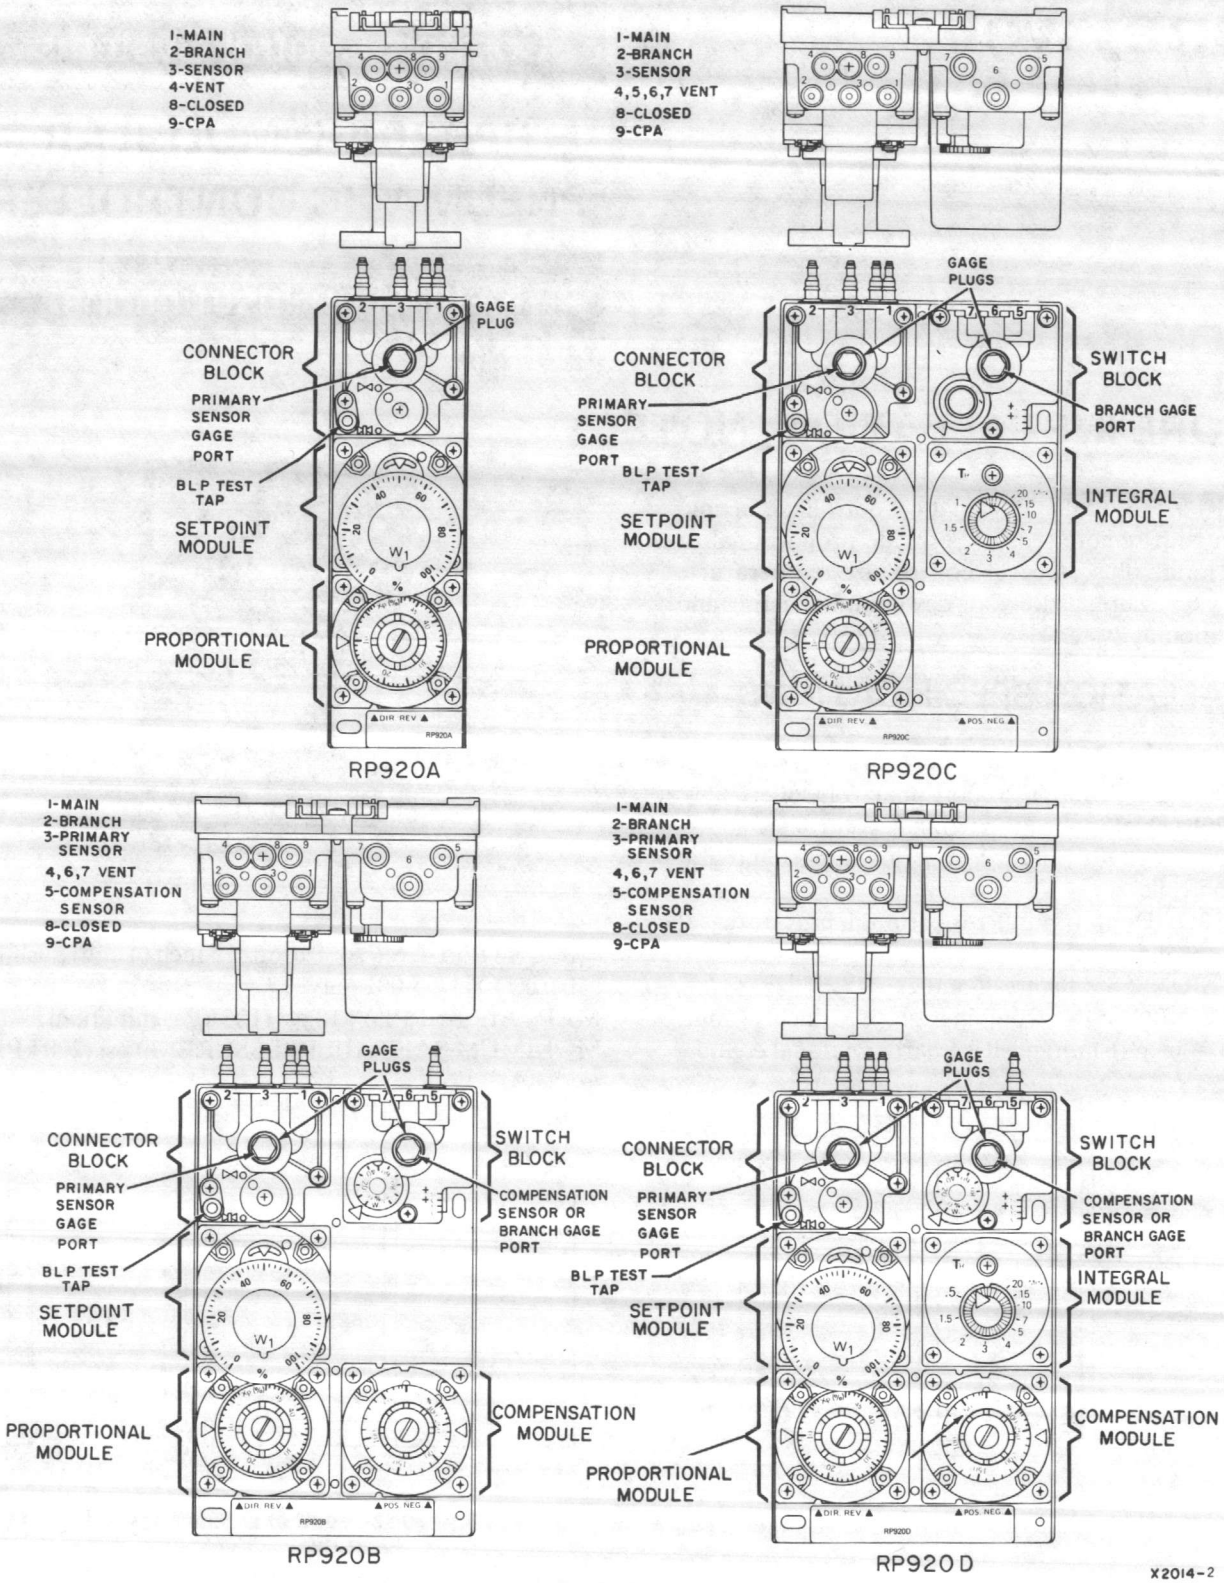

Fig. 3. Module and Port Locations.
1. If connection to Port 4, 6, 7, or 8 (Fig. 3) is required, remove self-tapping screw from Port 8 and use screw to tap port.
1. Push tubing on barb connections according to job drawings. See Figure 3 for port locations.